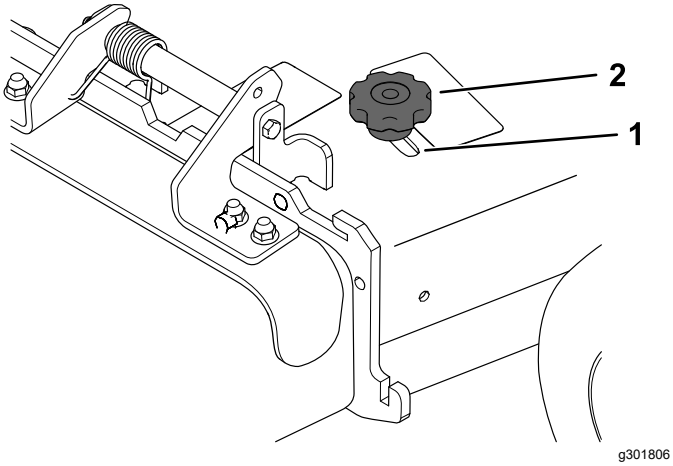

Figura 24
3. Para ajustar el deflector, afloje el pomo (Figura 24).